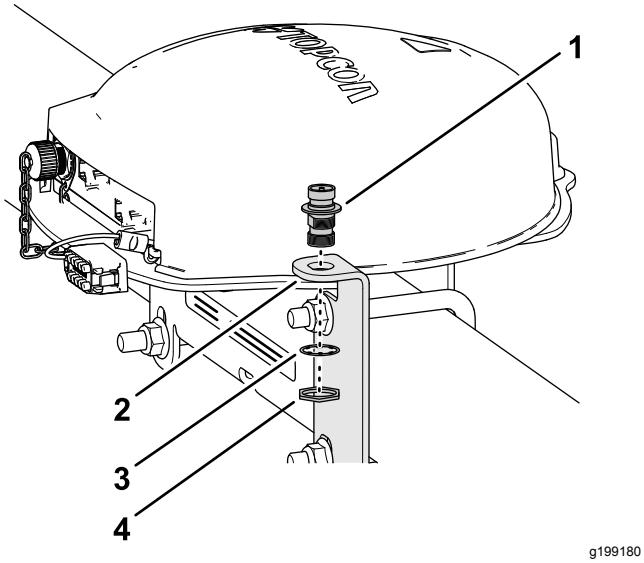

Figur 153
1. Innrett koaksialkoblingen gjennom åpningen i RTK-antennebraketten med gjengene i skilleveggen i koblingen (Figur 153).
2. Monter koaksialkoblingen til antennebraketten med låseskiven og låsemutteren, og stram til låsemutteren for hånd (Figur 153).